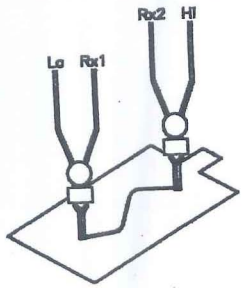

Fig. 4
5) Connect the 2 Kelvin clips as following Fig. 4 to measure the unknown resistance between two test points, such as PCB layout.